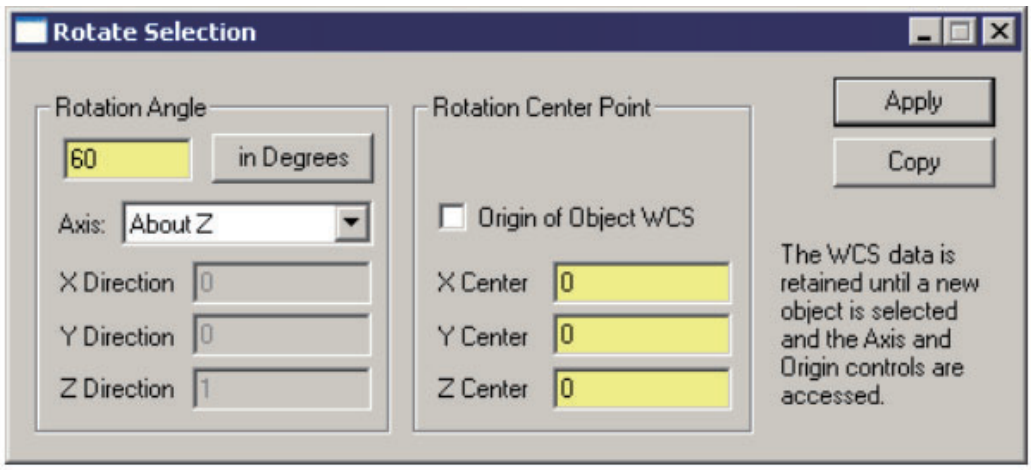

FIGURE 9.44 - Rotate Selection Dialog
15. 「回転角度」に 60 と入力し、「軸」を「Z 軸まわり」に変更します。図 9.44 を参照してください